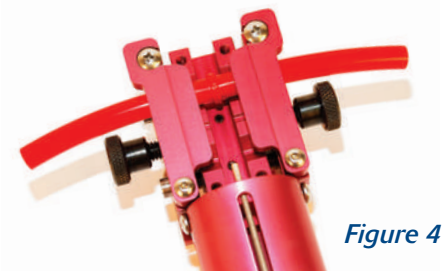

Figure 4
12. Refer to Figure 4. Quickly tighten weld clamp knobs to bring belt ends together to form the weld. (Turn right-side knob clockwise to tighten weld clamp) Extreme over-compression of the belt ends together may result in a poor weld.